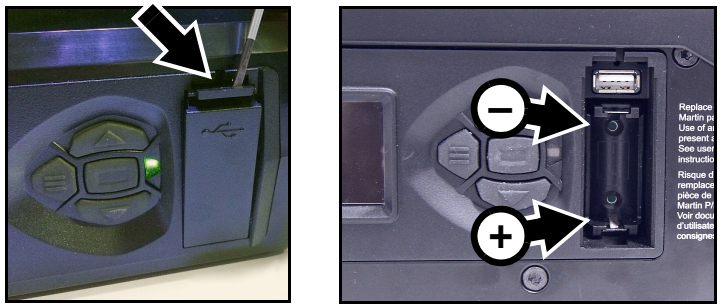

Figure 10 : Changement de pile
2. Voir Figure 10. Poussez sur la languette (repérée ci-contre) avec un petit tournevis plat pour ouvrir le compartiment pile/USB et déposez le capot.